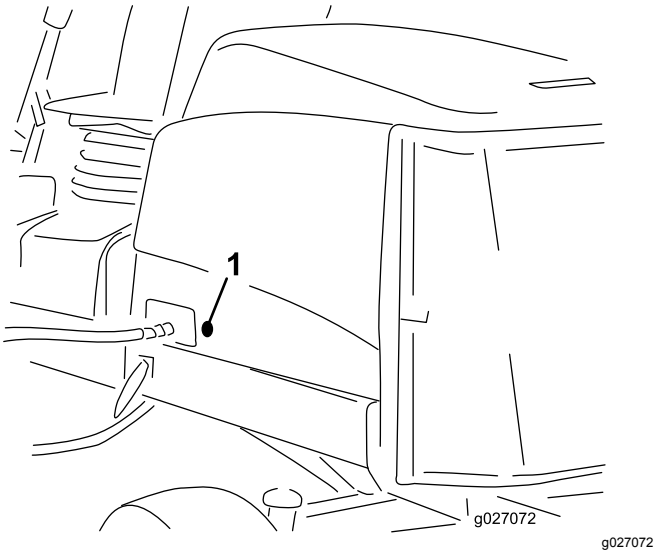

Figur 19
2. Ta bort den gummihylsa som sitter i hålet på motorhuvens vänstra sida (Figur 19).